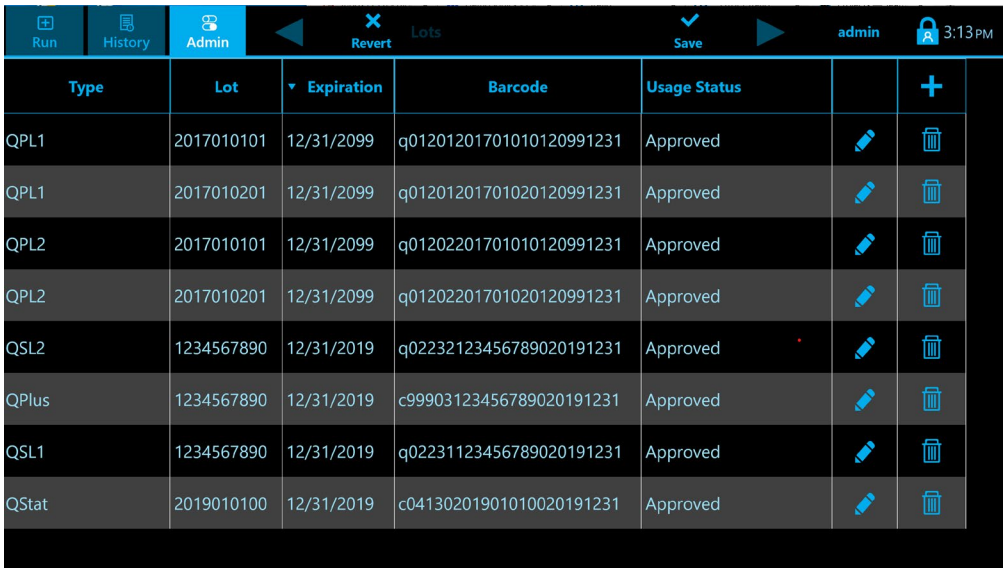

Figure60. Lot Listing Screen
1. The lot screen lists the type of cartridge or control material, the lot number, the expiration date, the barcode, and the usage status (Figure60).
ii. Use the barcode scanner to scan the value assignment barcode found on the lot-specific Value Assignment Card (Labeled as “Scan 2nd” on Value Assignment Card). See Figure 60 - The values will be populated in the target minimum and maximum fields; or